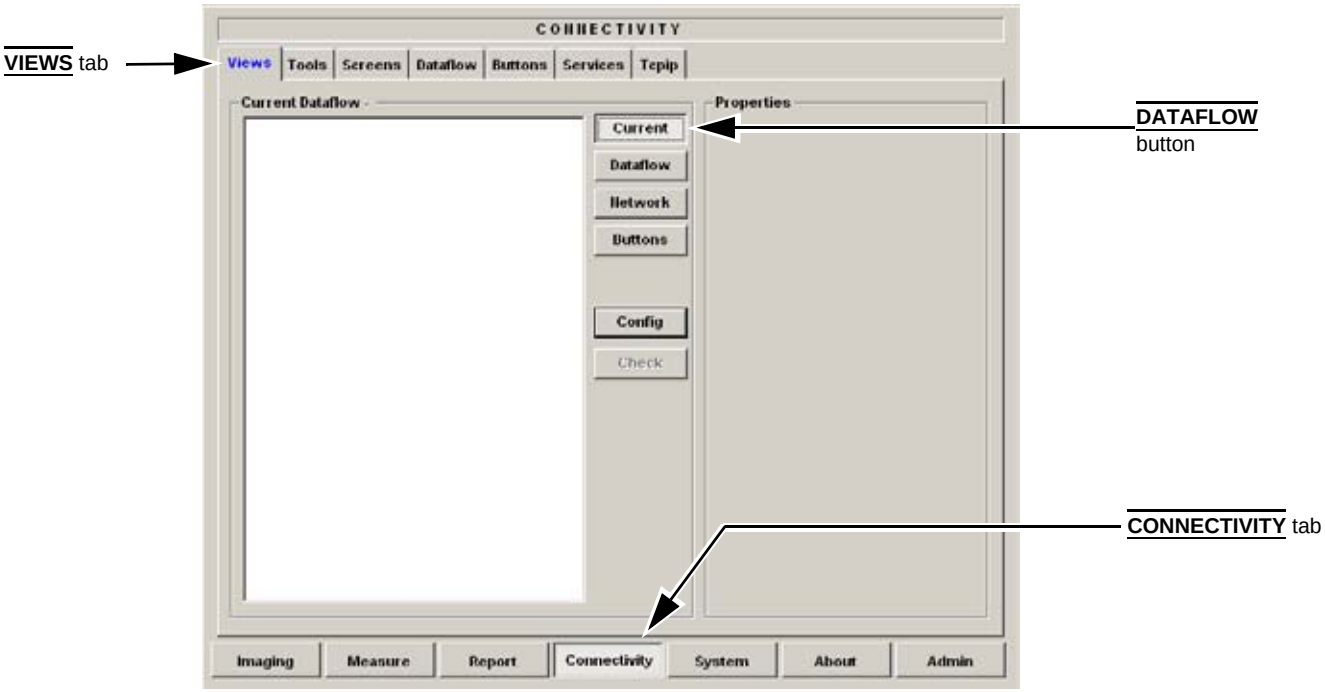

Figure 3-119 Current Dataflow Views screen
3.) Select the **VIEWS** tab, located in upper part of window, to display the Current Dataflow Views screen, see Figure 3-119.